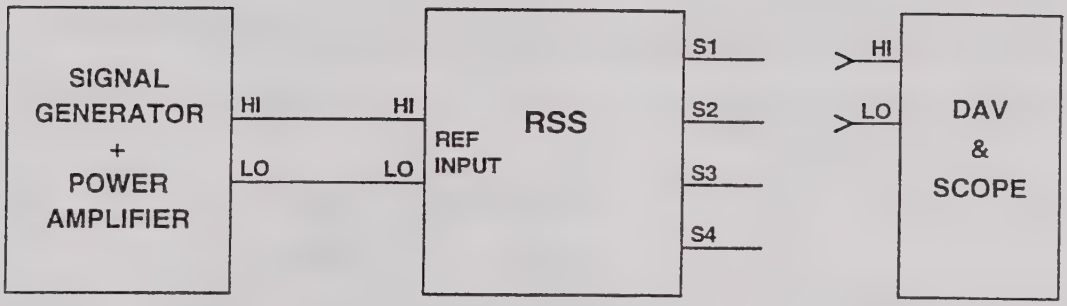

Figure 5-2. Test Setup, External Input/Output L-L Tests
1. With RSS and test equipment power off, see figure 5-2 and connect test equipment as shown.
5. Connect oscilloscope and RMS multimeter to RSS terminals S1 (LO) and S3 (HI).
7. Connect oscilloscope and multimeter to RSS terminals S4 (LO) and S2 (HI) and check for sine wave and that multimeter reading is between 2.7718 and 2.8850.
11. Connect oscilloscope and RMS multimeter to RSS terminals S1 (LO) and S3 (HI) and check for sine wave and that multimeter reading is between 8.1770 and 8.5108.